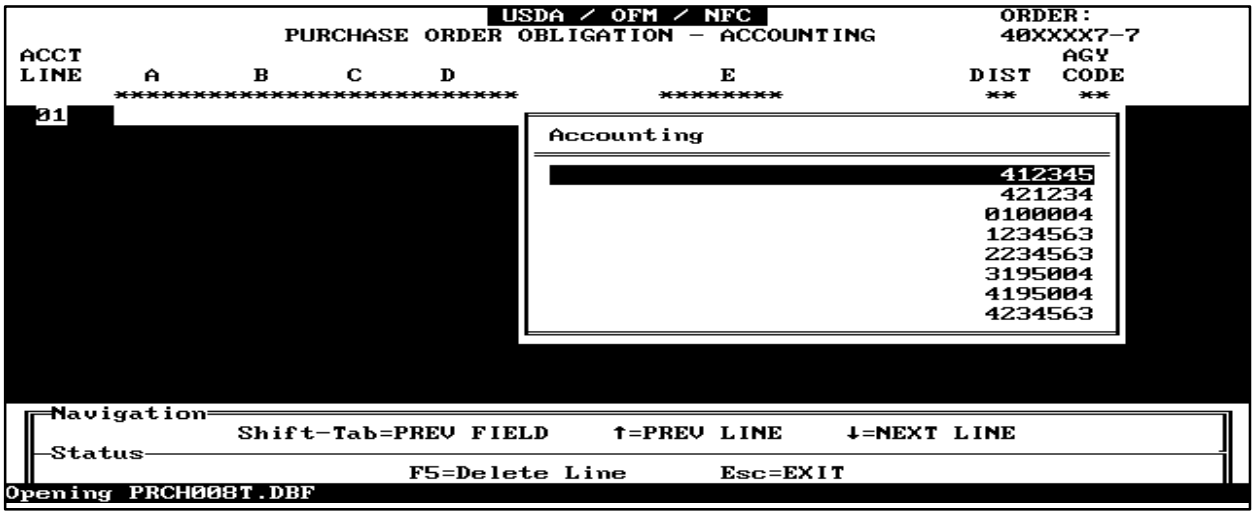

Figure 20. Accounting Pop-Up
- If the accounting code fails to match the accounting table search, the Accounting pop-up (**Figure 20**) is displayed. You can also display the accounting codes in the table for a specific fiscal year, by keying in the first digit of the fiscal year (FY) in the accounting field (e.g., 2 for FY02). Press [Enter]. Point and shoot the applicable code to the A, B, C, D, or E field.
the accounting code or key in the first digit of the FY. Press [Enter] and any key. The Accounting pop-up screen (**Figure 20**) listing valid accounting data is displayed. Point and shoot the applicable accounting code to the A B C D field. The cursor moves to the next field.